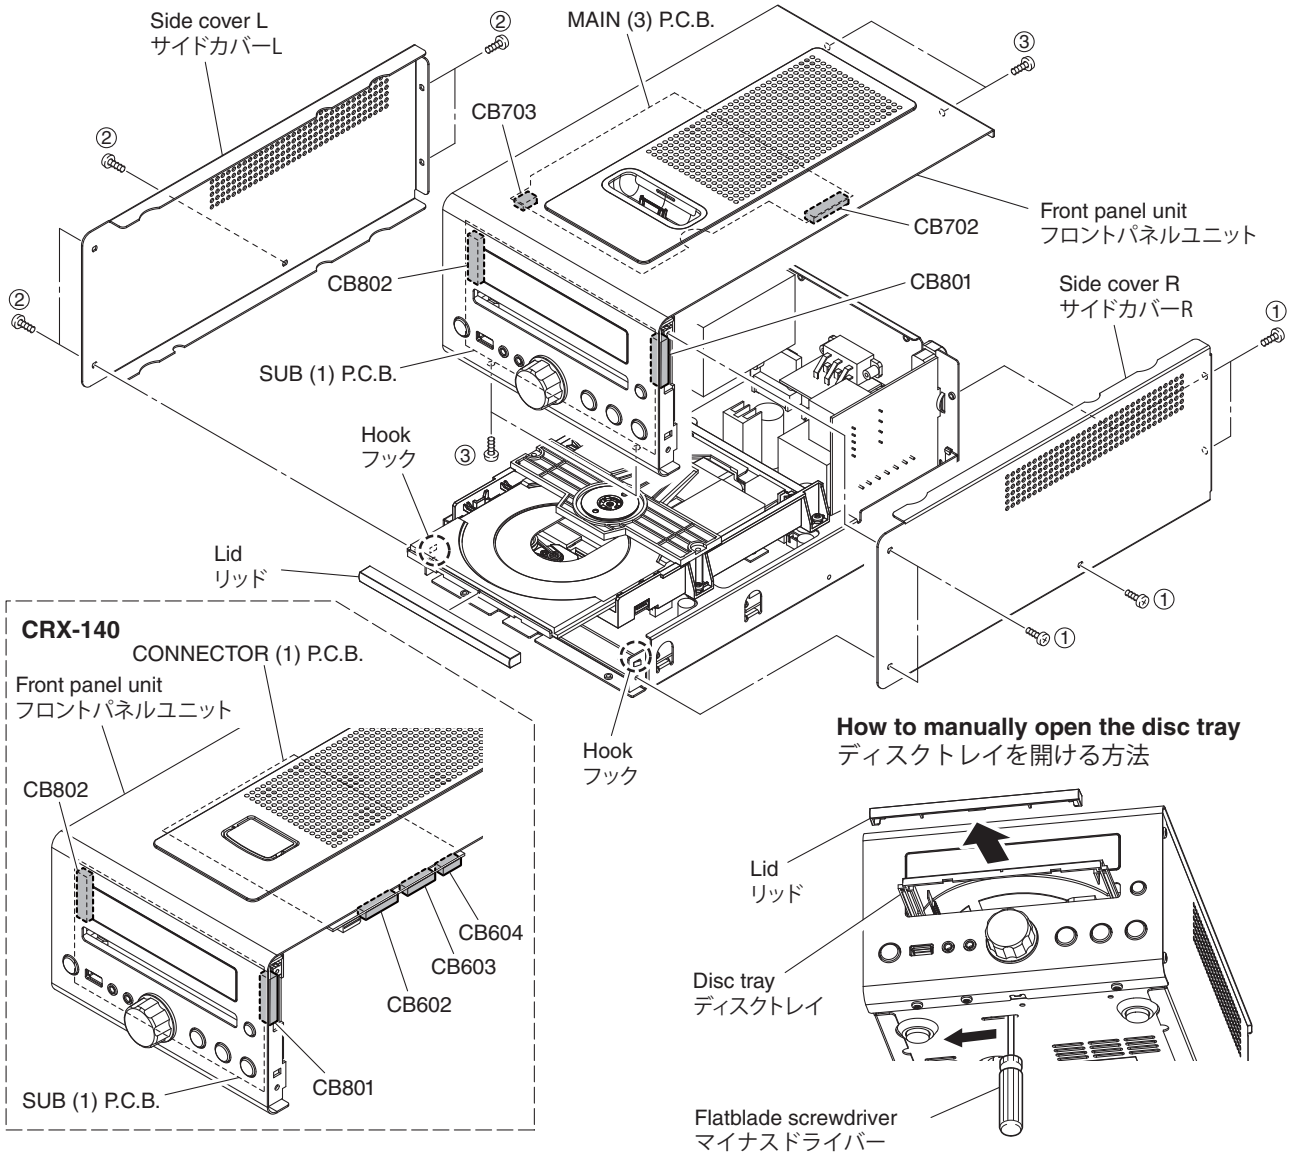

Fig. 1
a. Using a flatblade screwdriver, move the slider at the bottom in the direction of the arrow shown above. (Fig. 1)
Open the disc tray, remove the lid and close the disc tray. (Fig. 1)
b. Remove 5 screws (①), and remove the side cover R. (Fig. 1)
c. Remove 5 screws (②), and remove the side cover L. (Fig. 1)
d. Remove 4 screws (③). (Fig. 1)
e. Remove CB801-802. (Fig. 1)
f. Remove CB702-703. (Fig. 1) (CRX-040)
g. Remove CB602-604. (Fig. 1) (CRX-140)
h. Release 2 hooks, and remove the front panel unit. (Fig. 1)
a. マイナスドライバーで底面のスライダーを上図の矢印の方向に動かします。(Fig. 1)
ディスクトレイを開けてリッドを取り外し、ディスクトレイを閉じます。(Fig. 1)
b. ① のネジ 5 本を外し、サイドカバー R を取り外します。(Fig. 1)
c. ② のネジ 5 本を外し、サイドカバー L を取り外します。(Fig. 1)
d. ③ のネジ 4 本を外します。(Fig. 1)
e. CB801 ～ 802 を外します。(Fig. 1)
f. CB702 ～ 703 を外します。(Fig. 1)（CRX-040）
g. CB602 ～ 604 を外します。(Fig. 1)（CRX-140）
h. フック 2 箇所を外し、フロントパネルユニットを取り外します。(Fig. 1)